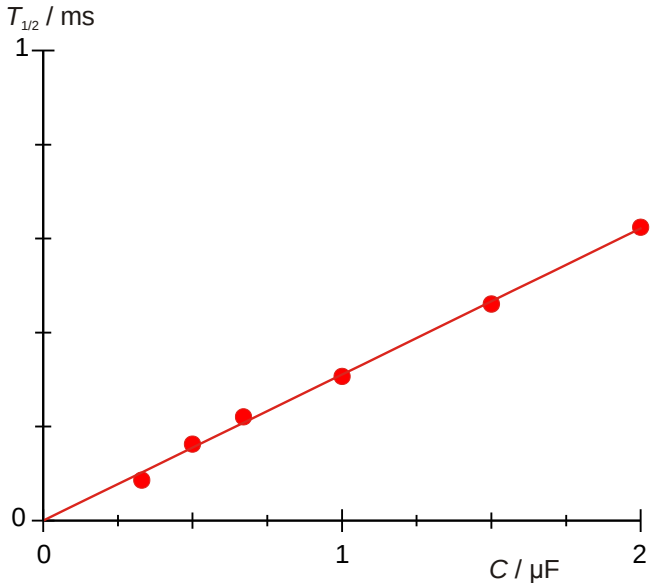

Fig. 6 :Temps de demi-vie $T_{1/2}$ en fonction de la capacité C.
- Insérer les temps de demi-vie $T_{1/2}$ de Tab. 4 par rapport aux capacités C dans un schéma et ajuster une droite d'origine (Fig. 6).
- Pour contrôler l'équation (3), utiliser la pente de la droite m_R pour déterminer la résistance ohmique R.